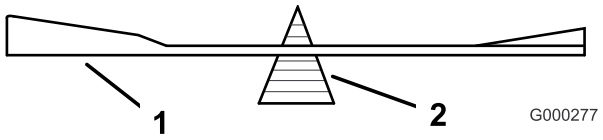
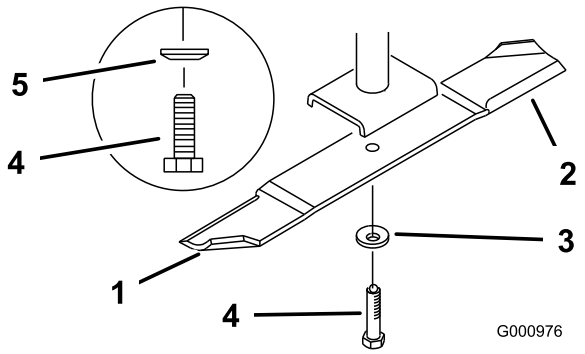

Figuur 80
Figuur 81
2. Verwijder de mesbout, de veerschijf en het mes van de spilas (Figuur 81).
2. Controleer de balans van het mes met een mesbalans (Figuur 80). Als het mes horizontaal blijft, is het in balans en geschikt voor gebruik. Als het mes niet in balans is, moet u wat metaal afvijlen van het uiteinde van de wiek (Figuur 81). Herhaal dit indien nodig totdat het mes in balans is.
1. Monteer het mes op de as (Figuur 81).
2. Monteer de veerschijf en de mesbout. De conus van de veerschijf moet worden gemonteerd op de boutkop (Figuur 81). Draai de mesbout vast met een torsie van 115–149 Nm.